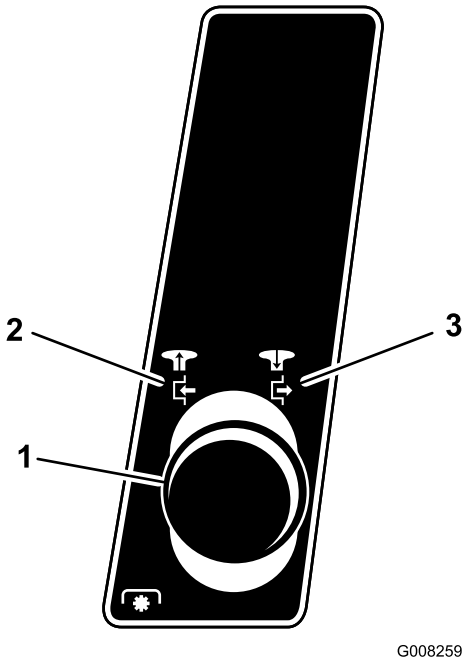

Figuur 12
4. Schakel de maaimessen (aftakas) uit. Zie Figuur 12.